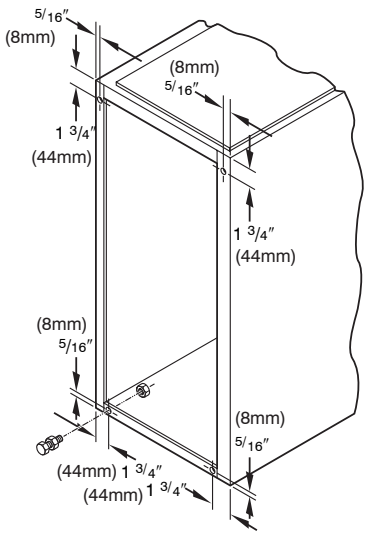

**Fig. 20 - Leveling Legs**
When furnace is used in upflow position with side inlet(s), leveling legs may be desired. (See Fig. 20.) Install field-supplied, corrosion-resistant 5/16-in. machine bolts and nuts.
1. Position furnace on its back. Locate and drill a 5/16-in. (8 mm) diameter hole in each bottom corner of furnace. (See Fig. 20.) Holes in bottom closure panel may be used as guide locations.